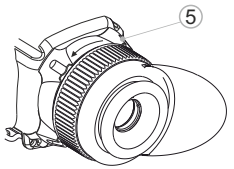

Fig.4
- Tournez la bague de verrouillage de l'oculaire **(5)** dans le sens antihoraire jusqu'à ce que vous entendiez un clic et retirez l'oculaire **(Fig. 4)**.
- Installez l'insert **(14)** dans l'adaptateur **(15)** jusqu'au fond **(Fig.4)**.